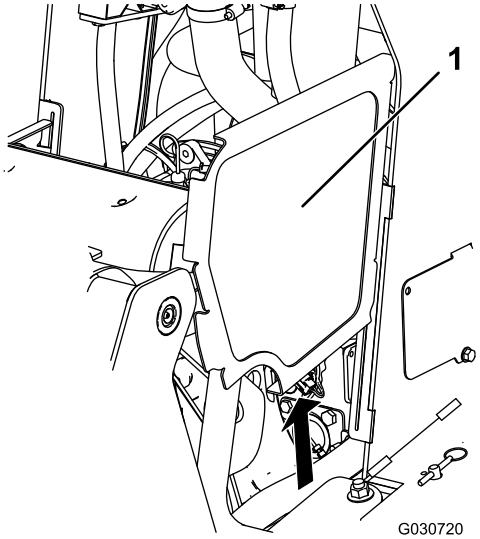

**Rysunek 40**
2. Przesuń osłony boczne (Rysunek 40) do góry, wysuwając z otworów w przedniej osłonie i ramie.